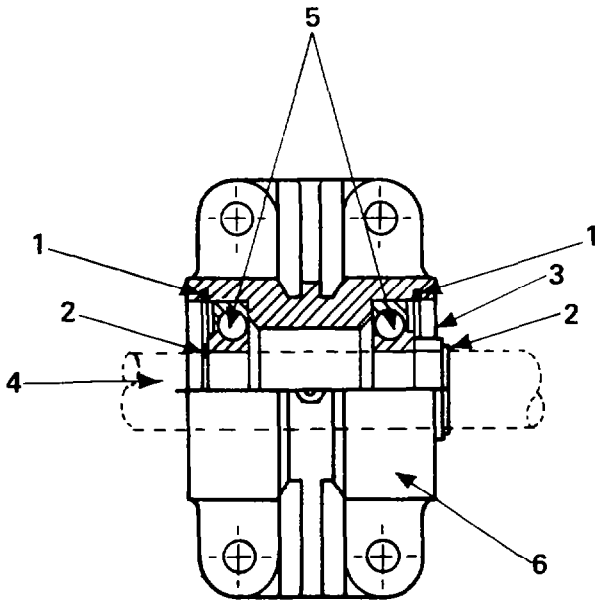

Fig. 389 — Support Bearing Assembly
a. Remove the two internal circlips (fig. 389, item 1), then remove the two external circlips (item 2); slide the collar (item 3) from the shaft (item 4).
b. Press the shaft (item 4) out of the bearings (item 5) by supporting the housing (item 6) and applying a steady even pressure to the torque limiter end of the shaft i.e. the longer end of the shaft.
c. Remove the bearings (item 5) from the housing (item 6); clean and inspect all components; replace any component showing signs of wear or damage.